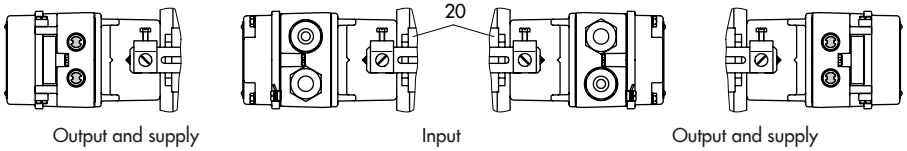

Fig. 5-5: *Attachment to the left or right of the valve for NAMUR attachment (IEC 60534-6)*
The positioner can be mounted either on the left or right side of the control valve (Fig. 5-5). Turn the positioner at the adapter housing by 180° to determine or change the operating direction of the positioner/control valve unit.
2. Remove the rubber stopper from the adapter housing and fasten the adapter housing either on the left or right of the NAMUR rib using the hex head screw as shown in Fig. 5-5.
1. Screw the plate (3) to the follower clamp of the plug stem.
2. Screw the studs (12) into the adapter housing.
3. Place the adapter housing with the plate (13) onto either the left or right valve rod (Fig. 5-5) and screw tight using the nut (14). Make sure that the adapter housing is at the correct height to mount the lever (1) so that it is in a horizontal position when the valve is at mid-travel.